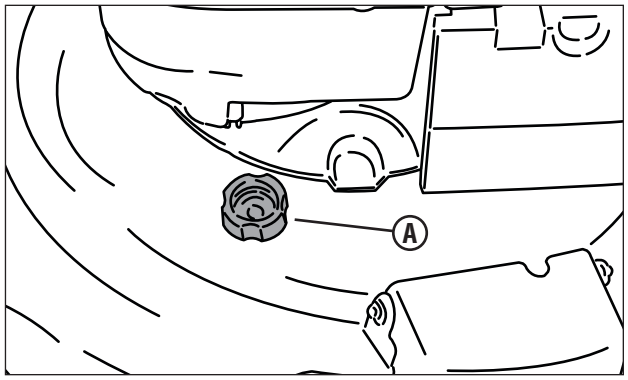

Figure 18 : Orifice de lavage
5. Branchez l'extrémité mâle d'un tuyau d'arrosage standard sur le connecteur de l'orifice de lavage **(A, Figure 18)**.